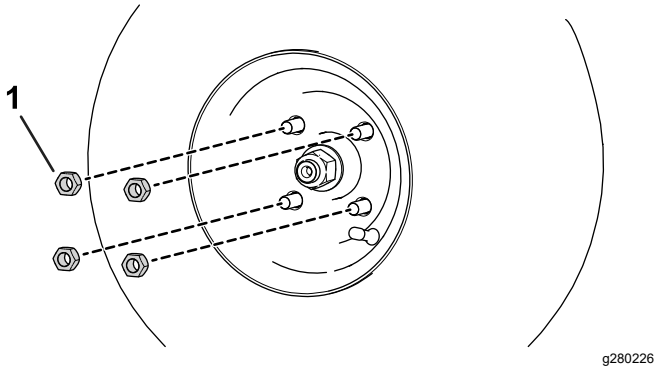

Bild 60
A. Lösen und entfernen Sie die Radmuttern (Bild 60).
B. Montieren Sie die Radmuttern (Bild 60).